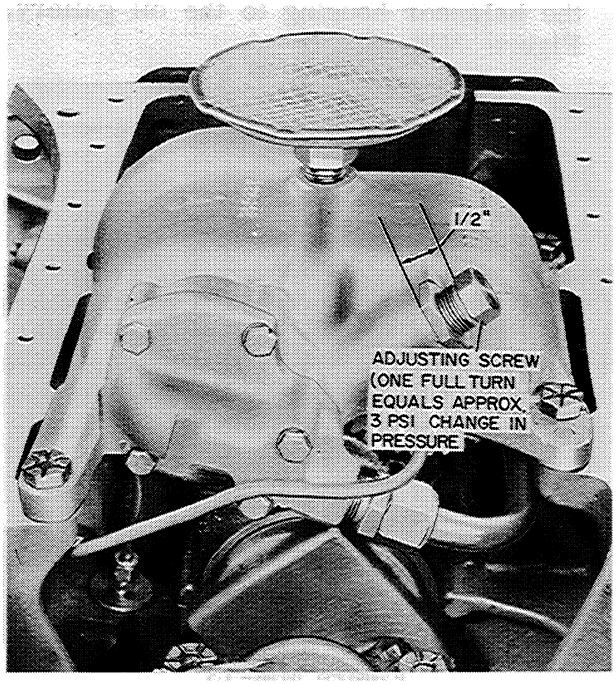

Figure MM-12. Preliminary Adjustment on Relief Valve
1. Turn the screw in until the underside of the head is 1/2 inch from the boss on the pump body, Figure MM-12.